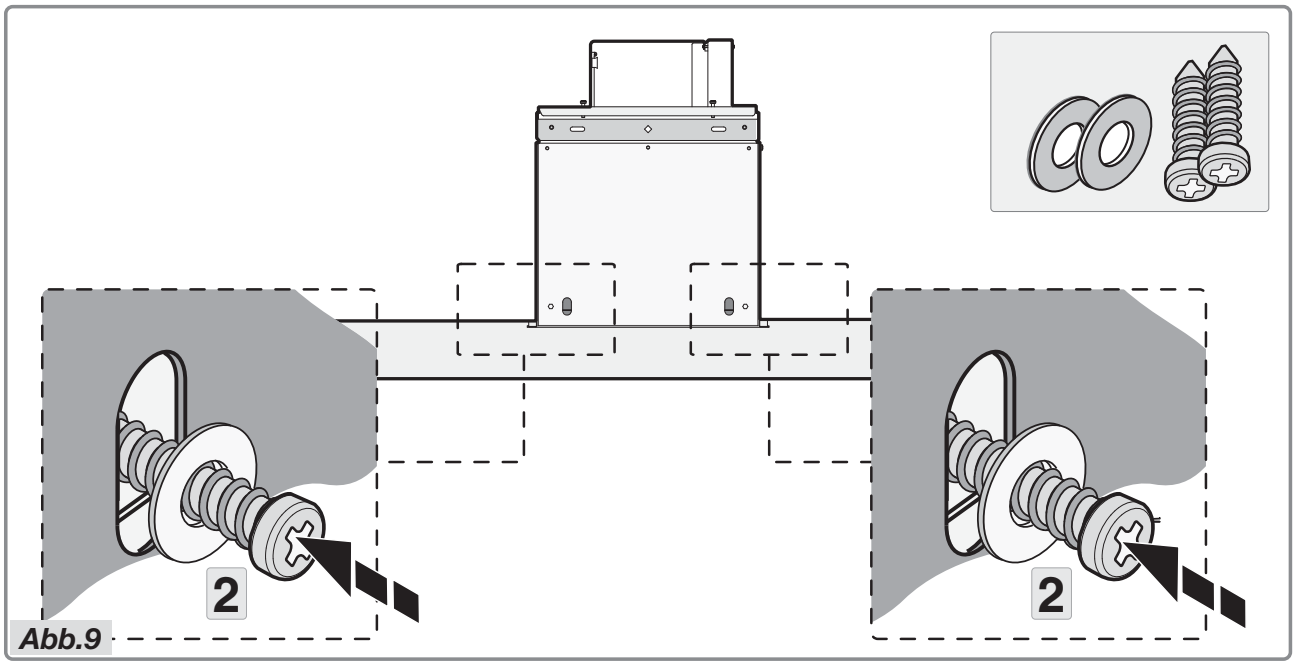

Abb.9
- Befestigen Sie das Gerät mit den zwei mitgelieferten Schrauben und den zwei Unterlegscheiben endgültig (Abb.9 Schritt 2).